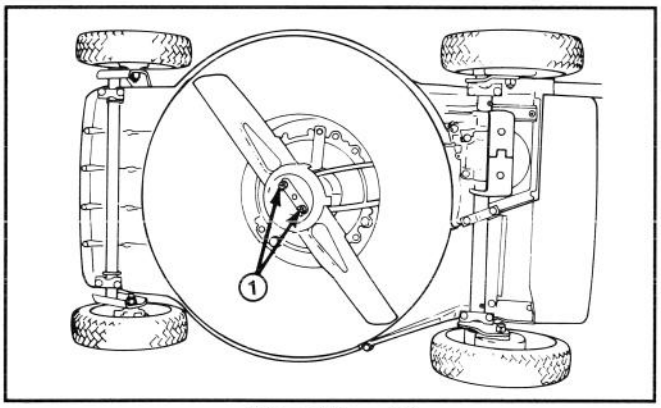

Afbeelding 22
3. Leg de maaier op zijn rechter zijde (Afb. 22). Zorg dat het mes niet draait aangezien dit tot problemen bij het starten kan leiden.
5. VERWIJDEREN VAN HET MES—Pak het mesuiteinde met een doek of dikke gewatteerde handschoen. De 2 moeren, 2 sluitringen, afdekkop en snijmes verwijderen (Afb. 22 en 24).